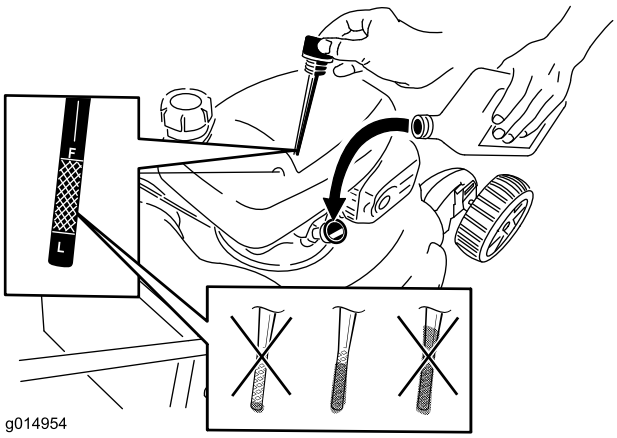

Figur 16
2. Tag målepinden ud (Figur 16).
5. Tag målepinden ud, og kontroller oliestanden på målepinden; se Figur 16.
- Hvis oliestanden er for lav, skal en lille mængde olie langsomt hældes i oliepåfyldningsrøret. Derefter skal trinene 3 til 5 gentages, indtil oliestanden er korrekt som vist i Figur 16.